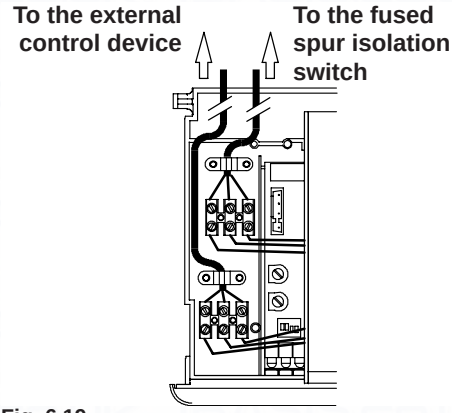

Fig. 6.19
- Route the electrical supply flexible cord and the external control flexible cord as illustrated in Fig. 6.19. Lock the flexible cords in placewith the flexible cord clamps